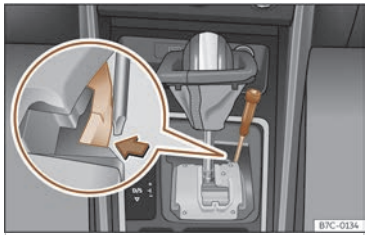

Abb. 95 Wählhebel: Notentriegelung aus der Parkstellung
- Drücken Sie seitlich mit Hilfe der flachen Seite des Schraubendrehers auf die gelbe Taste und halten Sie sie gedrückt ››› **(Abb. 95)**.